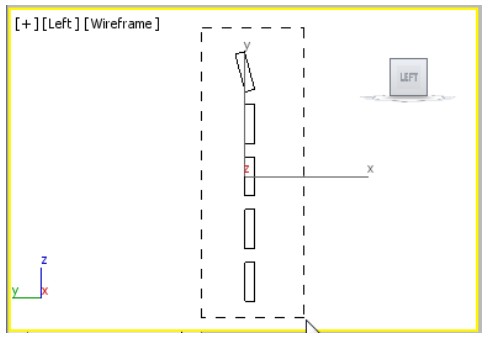

Figure 2-68 *All horizontal back supports selected simultaneously*
1. Activate the Left viewport and choose the **Select Object** tool. Now, select all horizontal back supports by dragging a selection box around them, refer to Figure 2-68.